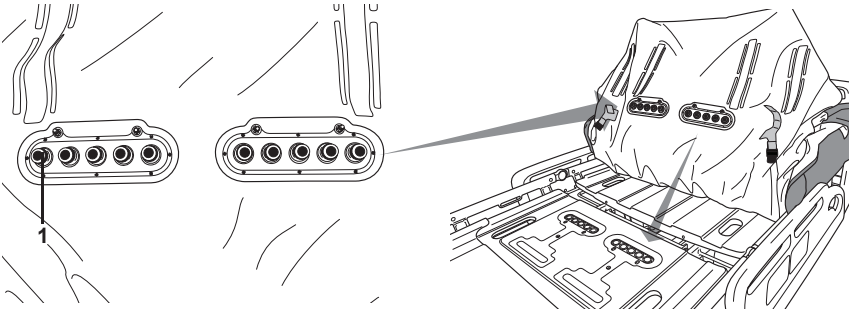

Figura 5: Conectores de aire bajo el colchón
1. Extraiga el colchón de aire de su embalaje y desenróllelo sobre la cama. Observe los conectores de aire situados en la parte inferior del colchón de aire (figura 5). Se deben colocar en el extremo de los pies de la cama. Localice los conectores de aire / válvula de descarga integrados en el extremo de los pies de la plataforma donde se apoya el colchón de aire. No olvide retirar todo el material de embalaje de los conectores de aire situados en la parte inferior del colchón de aire.
3. Observe los conectores de aire situados debajo del colchón y compruebe que las juntas tóricas (figura 5, elemento 1) están bien colocadas en cada conector.